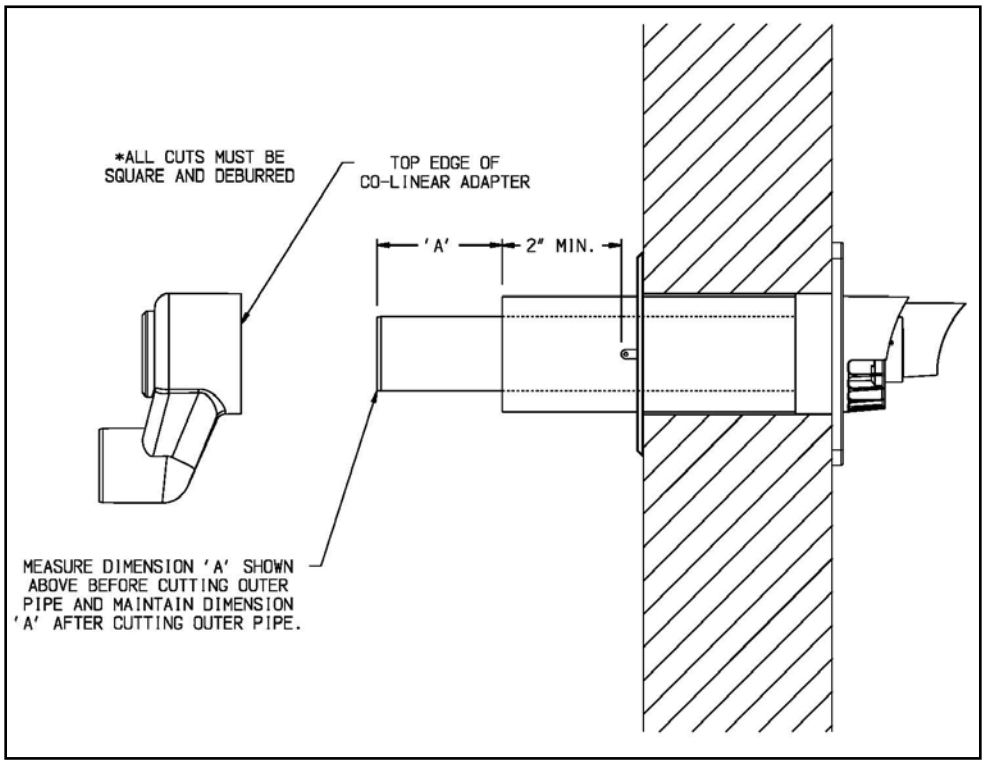

Figure 7.37: Cutting Duravent PolyPro Horizontal Concentric Vent Terminal
b. If desired, the terminal can be shortened. Mark the desired location of the cut on the outer pipe no closer than 2" from the edge of the tab on the interior wall plate. Prior to cutting outer pipe measure dimension 'A' of the inner pipe as shown in Figure 7.37 and maintain this dimension after cutting the outer pipe. All cuts must be square and de-burred.